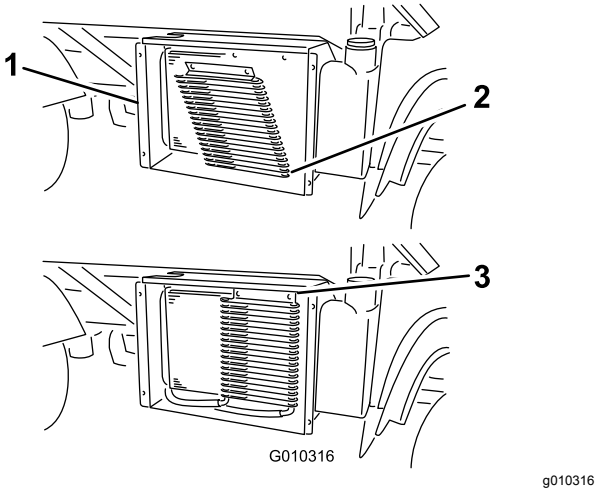

Figur 69
6. Roter låsene, hvis maskinen er udstyret hermed, og drej oliekøleren væk fra køleren (Figur 69).